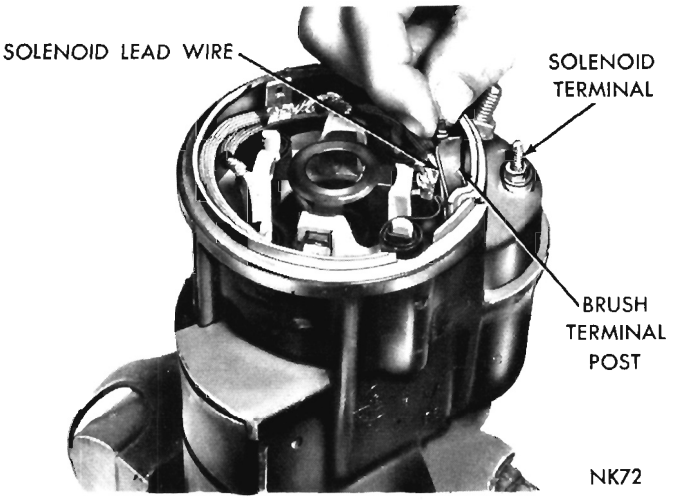

Fig. 3—Unwinding or Winding Solenoid Lead Wire
(4) Support brush terminal by placing a finger behind the terminal and remove terminal screw.
(5) Unwrap shunt field coil lead from starter brush terminal. **Starter brush holder plate with starter brush terminal, contact and brushes is serviced as an assembly.**
(6) Remove all old sealer at brush holder plate and gear housing.
(7) Unwrap solenoid lead wire and unwind wire from starter brush terminal (Fig. 3).